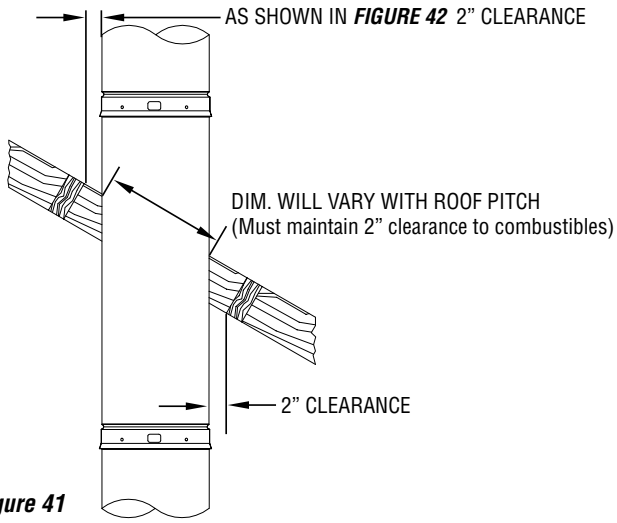

Figure 41
2. Install the next SP chimney section through the roof. See ***Figure 41***.